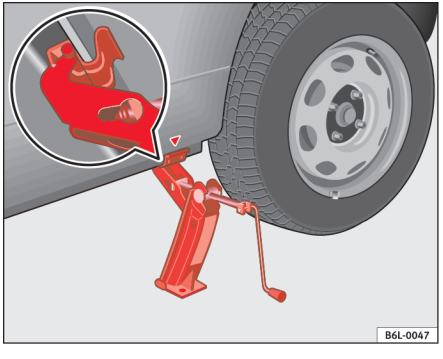

Fig. 134 Sådan sættes donkraften på.
– Stil donkraften således, at dens griber får fat i kanten på panelet, og den bevægelige bundplade står plant på jorden ⇒ fig. 134.